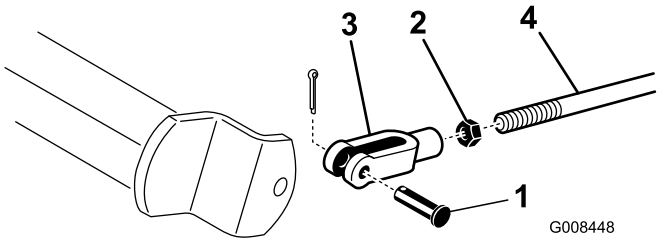

**Figur 46**
2. Hvis bremserne ikke låser lige meget, skal du afmontere bremsestængerne ved at fjerne låseclipsen og gaffelbolten (Figur 46).
3. Løsn kontramøtrikken, og juster gaffelstykket tilsvarende (Figur 46).
4. Monter gaffelstykket på bremseakslen (Figur 46).